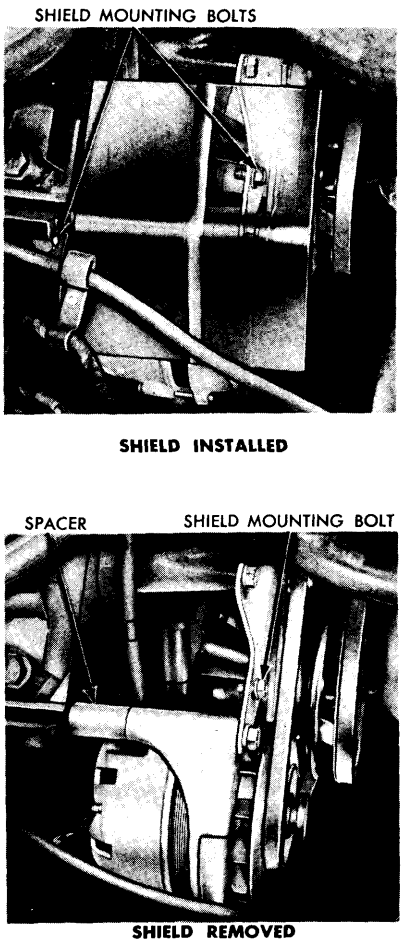

FIG. 41—Alternator Mounting
2. Loosen the shield front mounting bolt (Fig. 41).
1. Attach the alternator cable. Position the alternator to the engine, and install the spacer and alternator mounting bolt finger-tight (Fig. 41).